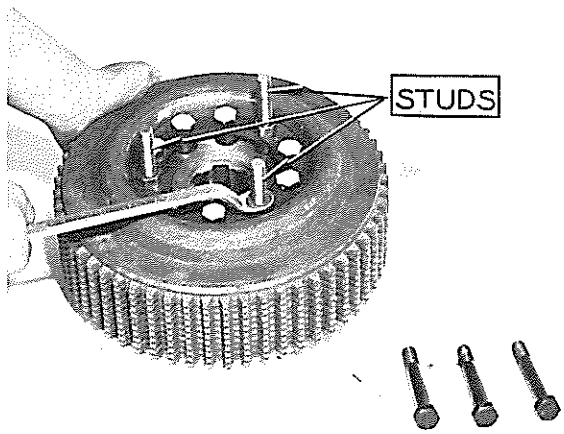

FIG. 13
2. Remove lockwire and unscrew 3 of the 10 capscrews. Fig. 13. Install in these holes 3 ½" x 6" studs which have 1" N.F. thread on one end and 2½" N.C. thread on the other end. Install the end with 1" thread in the shifter plate.